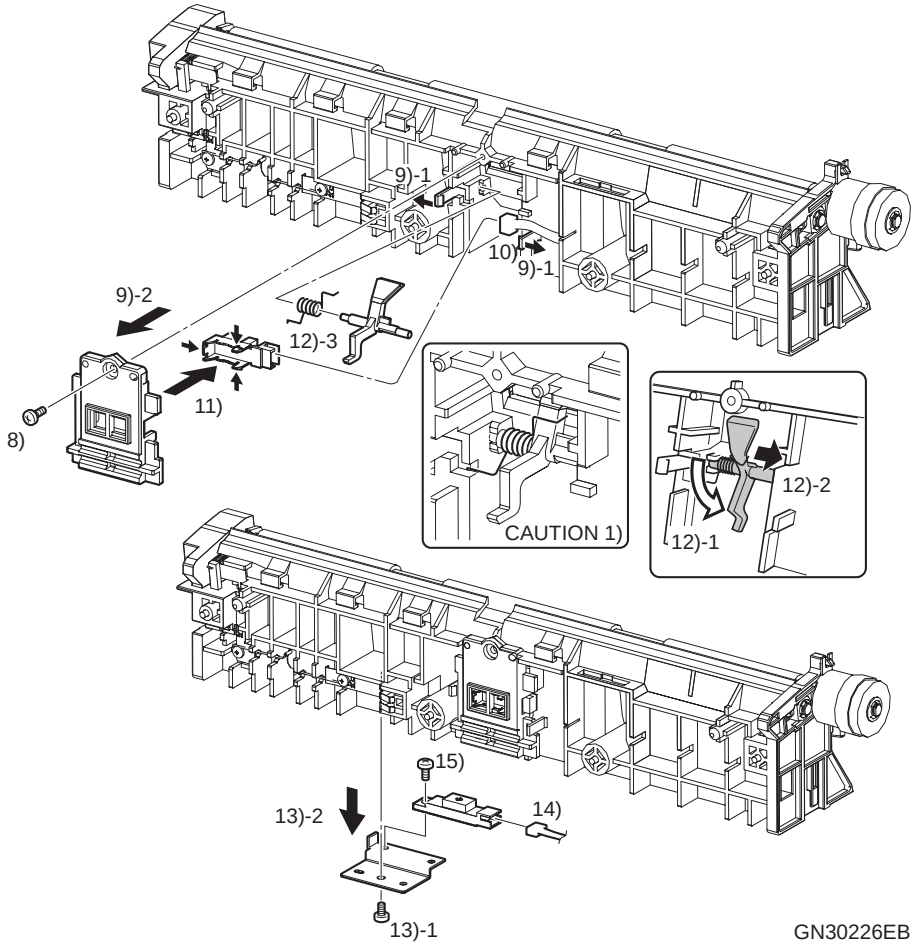

Figure 4-36. Removing the ACTUATOR REGI, SENSOR REGI and OHP SENSOR
4. Install the SPRING SNR REGI to the ACTUATOR REGI as shown in Figure 4-36, and while holding the ACTUATOR REGI so that its Actuator section is almost perpendicular, install the ACTUATOR REGI to the PH MAIN ASSY from the right-hand side Shaft.